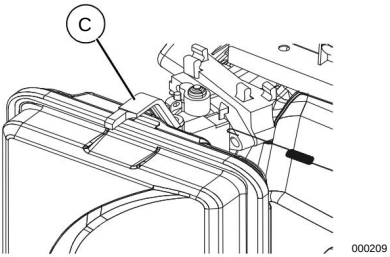

Figura 3-3. Posición del estrangulador
Deslice el estrangulador del motor (C) a la posición de ESTRANGULACIÓN total (izquierda). Consulte *la Figura 3-3.*